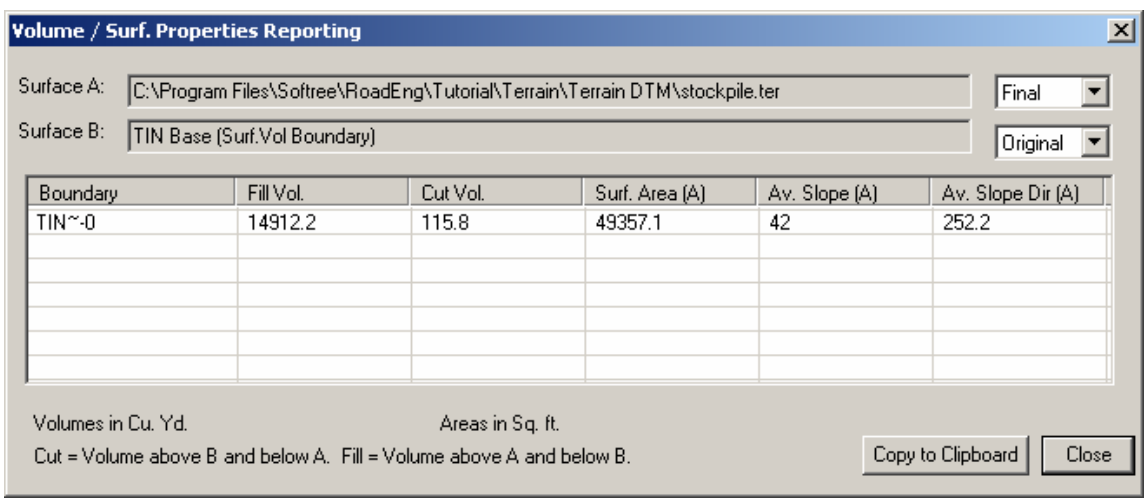

Figure 8.23: Volume / Surf. Properties Reporting dialog box.
4. Once the calculation is complete, the Volume / Surf. Properties Reporting dialog will appear as shown in Figure 8.23. Press Close.